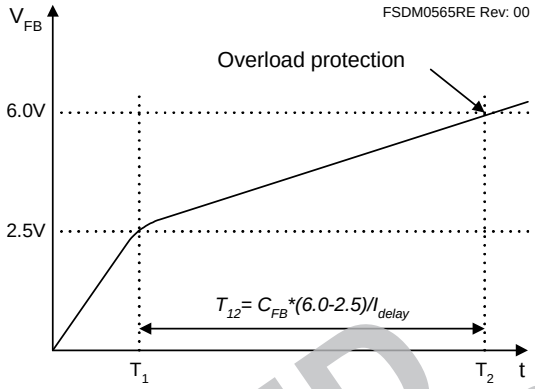

Figure 20. Overload Protection
3.1 Overload Protection (OLP): Overload is defined as the load current exceeding a pre-set level due to an unexpected event. In this situation, the protection circuit should be activated to protect the SMPS. Even when the SMPS is in normal operation, the overload protection circuit can be activated during the load transition. To avoid this undesired operation, the overload protection circuit is designed to be activated after a specified time to determine whether it is a transient situation or a true overload situation. Because of the pulse-by-pulse current limit capability, the maximum peak current through the SenseFET is limited, and therefore the maximum input power is restricted with a given input voltage. If the output consumes beyond this maximum power, the output voltage (V_O) decreases below the set voltage. This reduces the current through the opto-coupler LED, which also reduces the opto-coupler transistor current, thus increasing the feedback voltage (V_{FB}). If V_{FB} exceeds 2.5V, D1 is blocked and the 3.5μA current source starts to charge C_B slowly up to V_{CC}. In this condition, V_{FB} continues increasing until it reaches 6V, when the switching operation is terminated, as shown in Figure 20. The delay time for shutdown is the time required to charge C_B from 2.5V to 6.0V with 3.5μA. A 10 ~ 50ms delay time is typical for most applications.